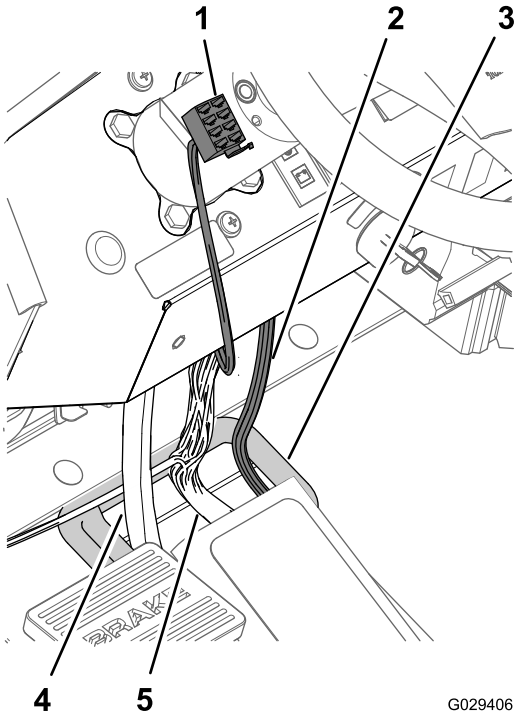

Figur 198
4. Før kontakten med åtte sokler på enden av den 240 cm lange dashbordpanelforgreningen over instrumentpanelet og til venstre for rattstammen (Figur 198).